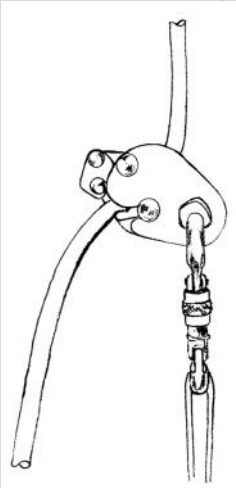
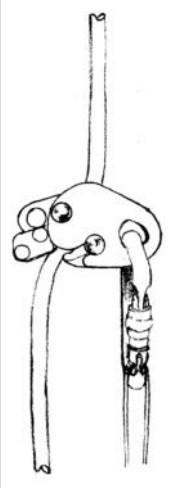
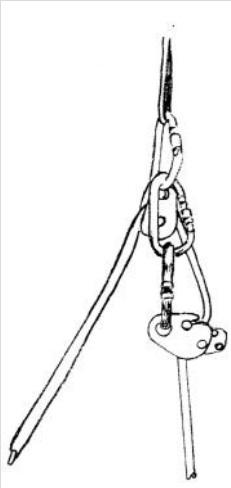

Fig 5
Fig 6
Fig 9
This product is designed for use as part of a personal fall arrest, work positioning, technical rope access, fixed rope sports, industrial climbers or technical rescue using NEW Troll 11mm x 32 plait rescue and intervention rope; Cousin 10,5mm, 11mm x 16 plait and 12,5mm x 20 plait low stretch rope [or equivalent] ISC recommend a direct connection (single connector) between the Rocker and your harness. If a flexible connection is preferred, the total length of lanyard (including connectors) shall be a maximum of 25cm.The 'Rocker' can be used in the following ways, but ISC recommend that users be trained in its many uses and learn about its practical and physical strengths and weaknesses—flexible rope safety brake, fixed rope safety brake, position locked onto rope(Fig 6), belay brake, tensioned line brake(Fig 5), hauling system brake(Fig 9) and work positioning. The "Rocker" should be used as part of a system conforming to or in accordance with any specific recognised International Standard or industry Best Practice. Any anchorage point should conform with EN795 or be in accordance with ANSI Z359 (07), or any other specific recognised International Standard, or non-engineered anchorage point capable of withstanding appropriate loads. It is recommended that any anchor point be above the user and that the viability of any installation should be verified by a suitably qualified person. Extreme care should be taken when using this product near harmful chemicals, moving machinery, electrical hazards and near sharp edges and abrasive surfaces. Wet and icy conditions may cause the rope to become slippery. Extra care should be taken when using this product under these conditions. All friction brakes create heat which can damage rope if a fall has taken place, not only check the "Rocker" but also the rope at the point of contact.
Este producto está diseñado para formar parte de un sistema de arnés anticaída, fijación para la realización de trabajos, acceso técnico mediante cuerda, deportes con cuerda fija, alpinismo industrial o rescate técnico, y para el uso conjunto con la NUEVA cuerda trenzada de intervención y rescate Troll 11 mm x 32, la cuerda Cousin de 10,5mm, la cuerda trenzada de11 mm x 16 y la cuerda trenzada con poca elasticidad de 12,5 mm x 20 (o equivalente). ISC recomienda una conexión directa (solo conector) entre el bolancín y el arnés. Si una conexión flexible se prefiere, la longitud total del cordón (incluyendo conectores) será de un máximo de 25 cm. "Rocker" puede emplearse de las siguientes formas: freno de seguridad para cuerda elástica, freno de seguridad para cuerda fija, bloqueo de posición de la cuerda (fig. 6), freno de amarre, freno con línea tensada (fig. 5), freno para sistema de tracción (fig. 9) y fijación para la realización de trabajos. No obstante, ISC recomienda que los usuarios dispongan de formación acerca de sus diferentes usos y puntos fuertes y debiles de naturaleza física y práctica:
Dieses Produkt wurde für den Einsatz im Fallschutz, zur Arbeitsplatzpositionierung, für technische Seilarbeiten, im Kletterport, für seilunterstützte Höhenarbeiten sowie bei der Seilrettung entwickelt. Es besteht aus einem NEUEN Rettungsseil (11 mm x 32 Litzen) von Troll sowie einem halbstatischen Seil (10,5 und 11 mm x 16 Litzen und 12,5 mm x 20 Litzen – oder ähnlich) von Cousin. ISC empfehlen eine direkte Verbindung (Single Connector) zwischen dem Rocker und Klettergurt. Wenn eine flexible Verbindung wird bevorzugt, die Gesamtlänge der Verbindungsmittel (einschließlich der Anschlüsse) auf einen Höchstbetrag von 25cm. Der „Rocker" kann auf die im Folgenden beschriebene Weise angewendet werden. ISC empfiehlt jedoch, Benutzer in unterschiedlichen Verwendungsmöglichkeiten zu schulen und sie über Vor- und Nachteile zu informieren. flexible Seilbremse, feste Seilbremse, fixierte Position (Abb. 6), Seilsicherung, Bremse mit gespanntem Seil (Abb. 5), Flaschenzugsicherung (Abb. 9) sowie Arbeitspositionierung. Der Seilgriffer ist mit einem System zu verwenden, das anerkannten internationalen oder branchenüblich einsatzspezifischen Normen entspricht. Er ist mit einem Ankerpunkt gemäß EN795 oder ANSI Z359 (07), einer anderen anerkannten internationalen oder branchenüblich einsatzspezifischen Norm bzw. einem sonstigen Ankerpunkt mit der angemessenen Nutzlast zu verwenden.
Ce produit est conçu pour s'intégrer à un système d'arrêt de chute de personnes, à un système de maintien au travail, à un système d'accès encordé technique et à un système de corde fixe à usage sportif, il est destiné aux personnes effectuant des travaux acrobatiques ou des sauvetages techniques à l'aide d'une corde d'intervention Troll 1 mm x32 tresses NEUVE, ou une corde à faible étirement Cousin 10,5 mm, 11 mm x 16 tresses et 12,5 mm x 20 tresses (ou équivalent) ISC recommande une connexion directe (connecteur simple) entre le cuibuleur et votre harnais. Si une connexion flexible est préférée, la longueur totale de la lanière (y compris les connecteurs) est d'un maximum de 25 cm. L'anchoite « Rocker » peut être utilisé dans les cas cités ci-après, mais ISC recommande la sensibilisation de ses utilisateurs à tous ses aspects physiques et pratiques, points forts et faibles compris. Ce produit peut être utilisé comme frein de sécurité sur corde flexible ou fixe, en position verrouillée sur la corde (Fig 6), frein d'assurage, frein de ligne sous tension (Fig 5), frein de système de poulie (Fig 9) et système de maintien au travail. Le coulisseau de sécurité doit être utilisé dans le cadre d'un système de levage conforme à une norme internationale reconnue ou une meilleure pratique du secteur. Tout point d'ancrage doit être conforme à la norme EN795 ou ANSI Z359 (07), ou à toute autre norme internationale reconnue, soit avec un point d'ancrage non modifié capable de supporter des charges adéquates. Il est recommandé de faire vérifier la viabilité d'une installation par une personne dûment qualifiée. Dans le cadre d'une utilisation en tant qu'élément d'une longe de maintien, ce coulisseau de sécurité est généralement conforme aux normes EN358 et ANSI Z359 (07). Nous vous invitons toutefois à vous en assurer auprès du fabricant de la longe. Vous devez faire preuve d'une extrême prudence en utilisant ce produit à proximité de produits chimiques nocifs, de machines mobiles, d'installations présentant des risques électriques, d'arêtes vives et de surfaces abrasives. L'humidité et la glace peuvent rendre la corde glissante. Il faudra donc redoubler d'attention lors de l'utilisation de ce produit dans des conditions de ce type. Tous les freins à friction dégagent de la chaleur susceptible d'endommager la corde après une chute. Vérifiez le « Rocker » le cas échéant, mais examinez également la corde au point de contact.